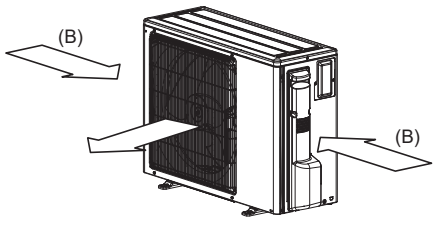

Abb. 2-6
(3) Bringen Sie die Anlage so an, dass die Abluft aus der Luftaustrittsöffnung im rechten Winkel zu derjenigen Richtung geführt wird, aus der saisonal bedingt starker Wind bläst. (Abb. 2-6)